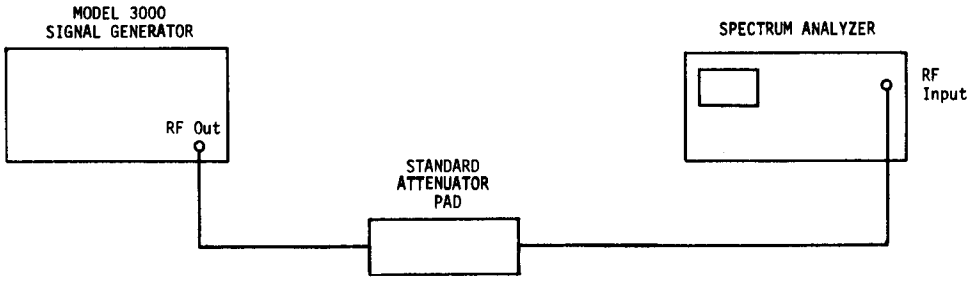

Figure 4-1. Step Attenuator Accuracy Setup
4. Disconnect the power sensor from the Signal Generator RF out connector. Connect a standard 10 dB attenuator pad to the RF out connector. Connect the output of the attenuator pad to the spectrum analyzer as shown in Figure 4-1.
NOTE: To test the OUTPUT step attenuator below -60 dBm an RF amplifier (>20 dB gain) is required. Insert the 26 dB wideband amplifier between the standard attenuator pad and the spectrum analyzer (Figure 4-1). The allowable error for the -90 dBm setting (step 11) is ±1.5 dB. The OUTPUT step attenuator can be tested down to the -130 dBm position if a 40 dB RF amplifier is used and if precautions are taken to properly shield the RF output from the Signal Generator.